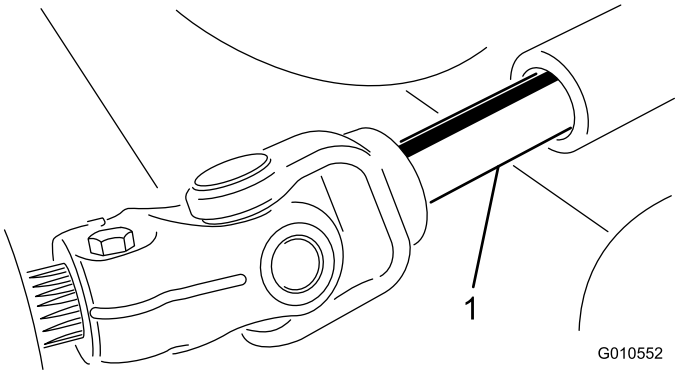

Figura 3
5. Desligue o motor, desloque a unidade de corte afastando-a da unidade de tração, separando as secções macho e fêmea do eixo da tomada de força (Figura 3).